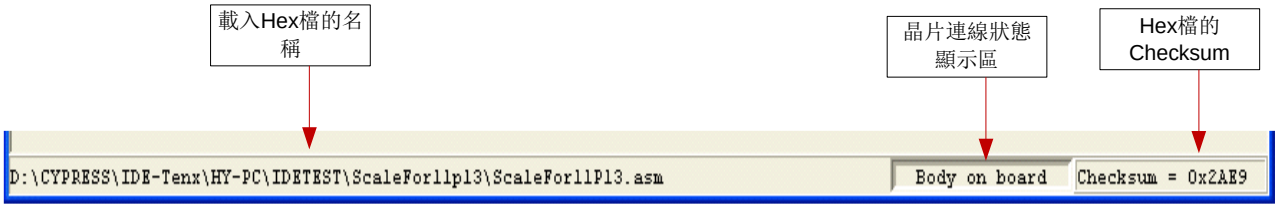

图 5-11
4. 当组译完成后在下方显示组译完成后的 Hex 档名称与 Checksum，如图 5-11。